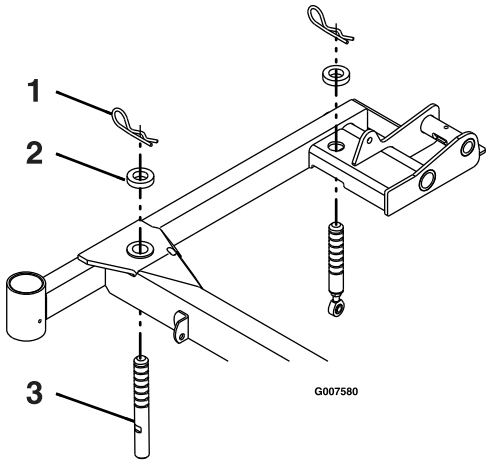

Figur 69
3. Kontroller at alle hårnålssplintene er i 7,62 cm (3 tommer) klippehøydehullene, med avstandsstykkene under hårnålssplintene (Figur 69).
4. Forkort eller forleng hver klippeenhetsstøttepinne for å oppnå en knivtupphøyde på 7,62 cm på forsiden av klippeenheten og 8,26 cm på baksiden av klippeenheten (Figur 69).